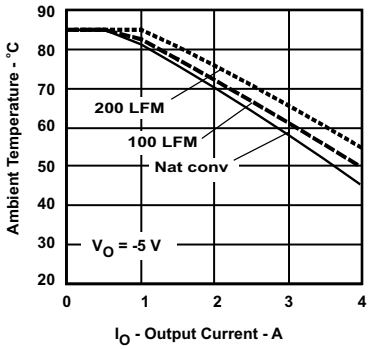

Figure 16.
(2) The temperature derating curves represent the conditions at which internal components are at or below the manufacturer's maximum operating temperatures. Derating limits apply to modules soldered directly to a 100 mm x 100 mm, double-sided PCB with 2 oz. copper. Applies to Figure 16.